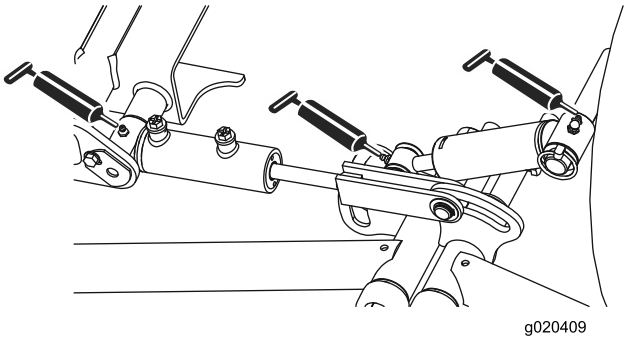

Figur 43
- Fremre løftearmstapper og løftesylindre (3 hver) (Figur 43)